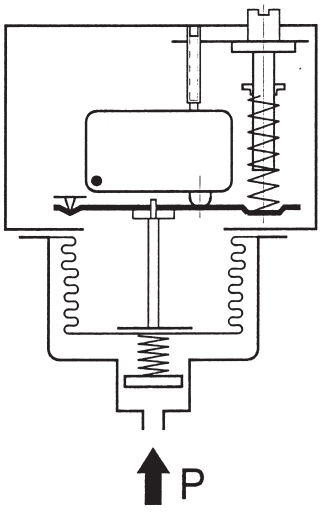

Bild 2
b) Durch den Nachweis einer Dauerprüfung mit 2 Mio. Schaltspielen während der Bauteilprüfung (siehe Bild 2).